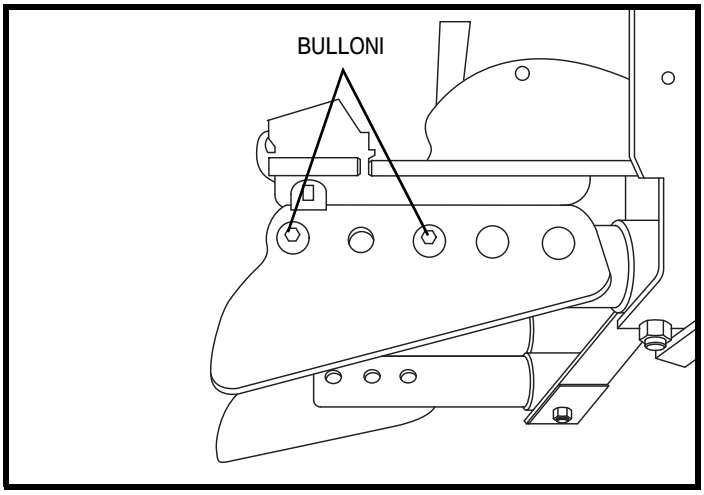

Figura 54. Blocco guida di Kids FAST in posizione 1
- Per profondità del sedile uguale o inferiore a 25,4 cm, i blocchi guida devono trovarsi in posizione 1. **Vedere la figura 54.**